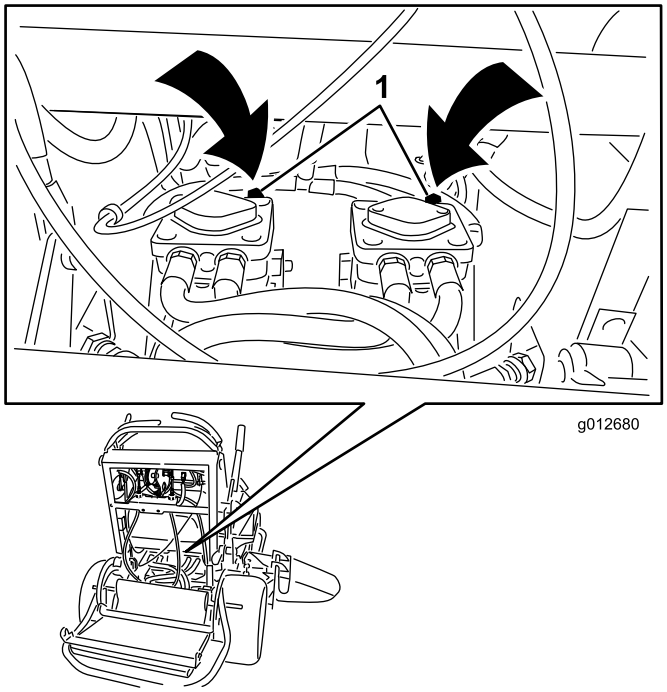

Bild 25
3. Drehen Sie das Sicherheitsventil an beiden Pumpen um eine oder zwei Umdrehungen nach rechts, um es zu öffnen. So kann Hydrauliköl an der Pumpe vorbei direkt zu den Rädern fließen, die sich daraufhin drehen können (Bild 25).